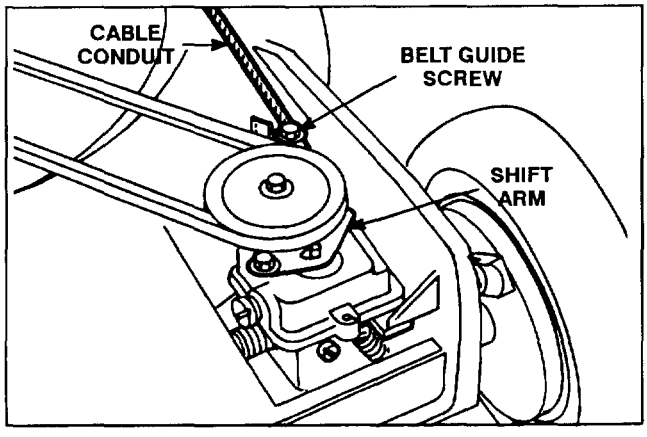

Figure 23
3. ADJUSTMENT (Fig. 23)—Loosen belt guide screw until cable conduit slides. Move handle-mounted traction control forward until it snaps into ENGAGE position. Move shift arm away from clamp screw and hold in place. Pull cable conduit to remove slack and tighten belt guide screw.